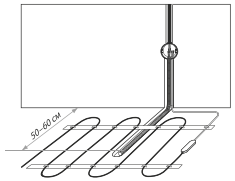

Рис.2
- Гофрированная трубка с датчиком внутри располагается на уровне нагревательного кабеля, между его витками, на равном удалении от них (Рис. 2).